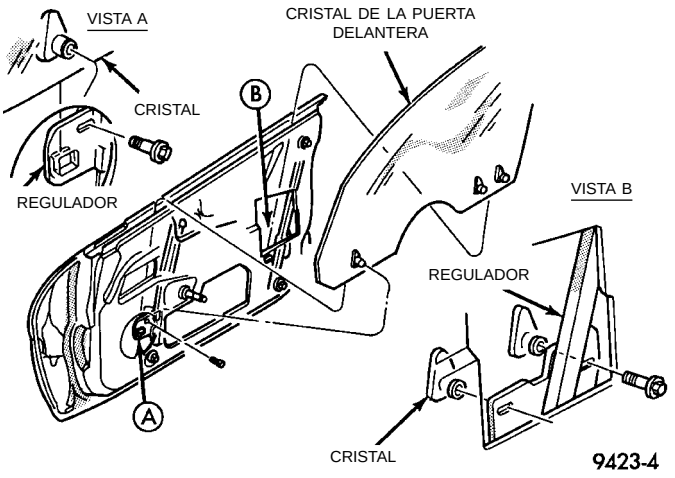

Fig. 17 Cristal de la puerta delantera
(1) Retire el panel tapizado de la puerta y el protector contra el agua.
(2) Retire el burlete interior de la puerta.
(3) Afloje el estabilizador del burlete interior de la ventanilla.
(4) Baje el cristal de la puerta hasta la parte inferior de la puerta, para poder acceder a los pernos de fijación.
(5) Retire los pernos que fijan el cristal de la puerta a las placas de elevación del regulador de la ventanilla (Fig. 17).
(6) Desacople el cristal de la puerta del regulador.
(7) Eleve el cristal de la puerta y extráigalo de la abertura en la parte superior de la puerta.